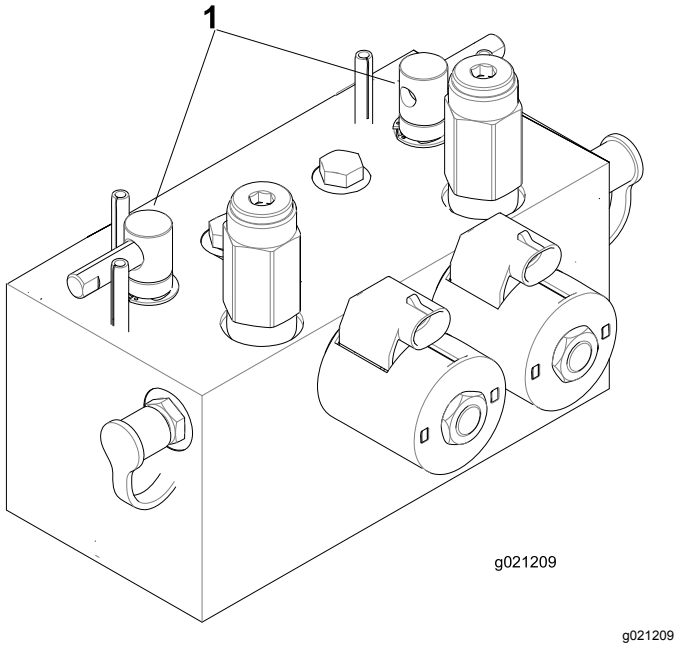

Figur 107
2. Lås opp og hev setet for å vise slipespakene (Figur 107).
5. Velg enten fremre, bakre eller begge slipespaker for å bestemme hvilke spoler som slipes (Figur 107).